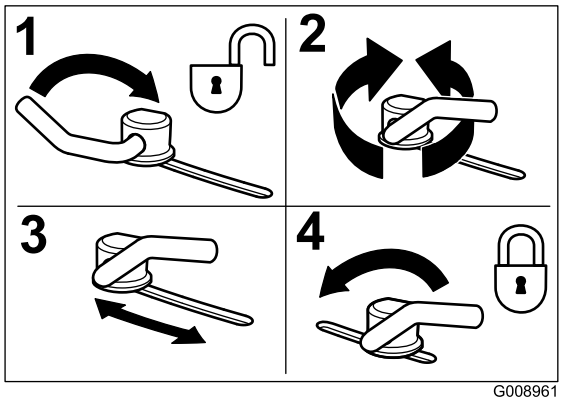

**Figuur 31**
3. Om de sluitnokken te verstellen, draait u de hendel omhoog om ze los te maken (Figuur 31).
5. Draai de hendel terug om de plaat en de sluitnokken vast te zetten (Figuur 31).